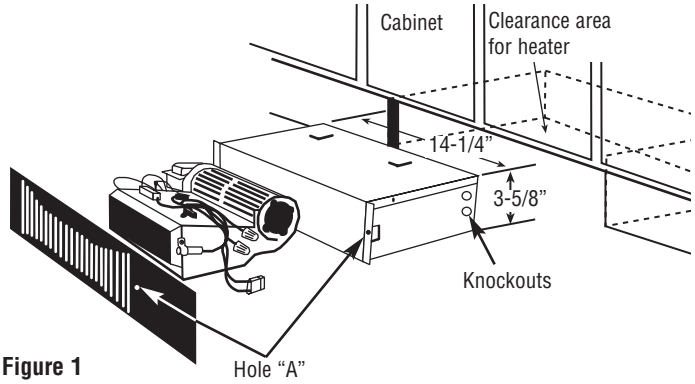

Figure 1
1. Cut a 14 1/4" x 3 5/8" (361.9 mm x 92.1 mm) opening at desired location as shown in Fig. 1. Keep clearance area free of obstructions.
3. Determine which knockout in enclosure will be used for field wiring and remove (see Figure 1). Install strain relief (field supplied).
7. Using the holes in the flanges of the enclosure for a template, secure both the front grille and the heater by drilling two .093" (3/32")(2.3 mm) diameter holes into the cabinet board and installing two No. 6 x 3/4" (No.6 x 19 mm) screws (supplied) through hole "A" (see Figure 1).